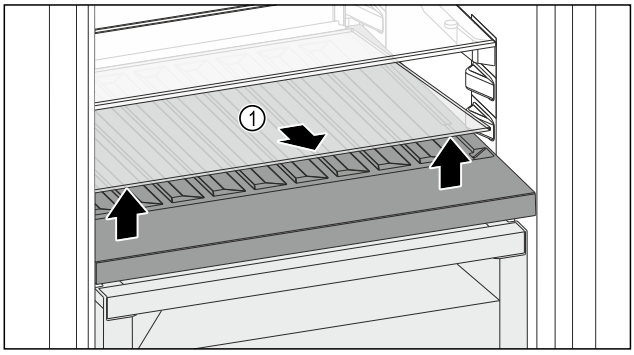

Fig. 187
▶ Lift the glass shelf *Fig. 187 (1)* at the front and remove.
▶ Store the glass shelf *Fig. 187 (1)* in a safe place outside the appliance.